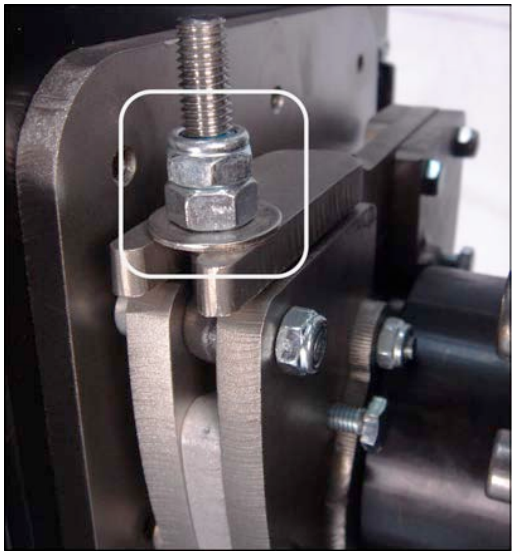

Figure 3-15 Undo 2 Latch nuts
1. Lock the tilt axis, then loosen (2) M8 latch nuts (***Figure 3-15***).